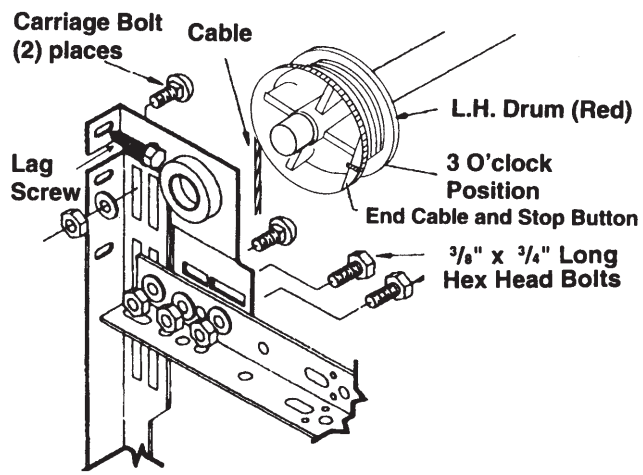

Fig. TOR-3
Fasten the bottom of the end bearing plate to the horizontal angle with (2) 3/8" x 3/4" long hex head bolts and hex nuts. The bottom of the end bearing plate is identified by two parallel rows of two slots. Please make sure to use the bottom two slots for 12" radius horizontal track, and the upper two slots for 15" radius horizontal track. When properly mounted the torsion tube is level and straight. (FIG. TOR-3)
**Before installing any lag screws, it is important to drill 3/16" pilot holes where the lag screws are to be attached.** Fasten the wall flange on the end bearing plate to the wood jamb with (1) 5/16" x 1 5/8" long lag screw. Drill 3/16" pilot holes where lag screws are to be installed. On 12" radius horizontal track, each end bearing plate should also be attached with 3/8" x 3/4" carriage bolts and 3/8" nuts. (FIG. TOR-3)